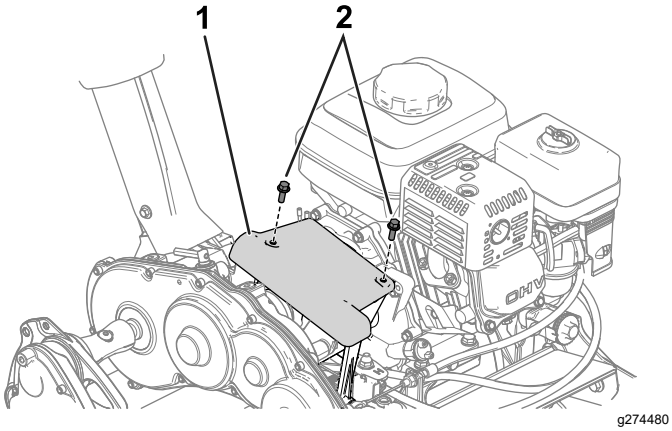

Figur 33
1. Få tilgang til friksjonsskiven og trykkplaten ved å fjerne clutchdekslet (Figur 33).